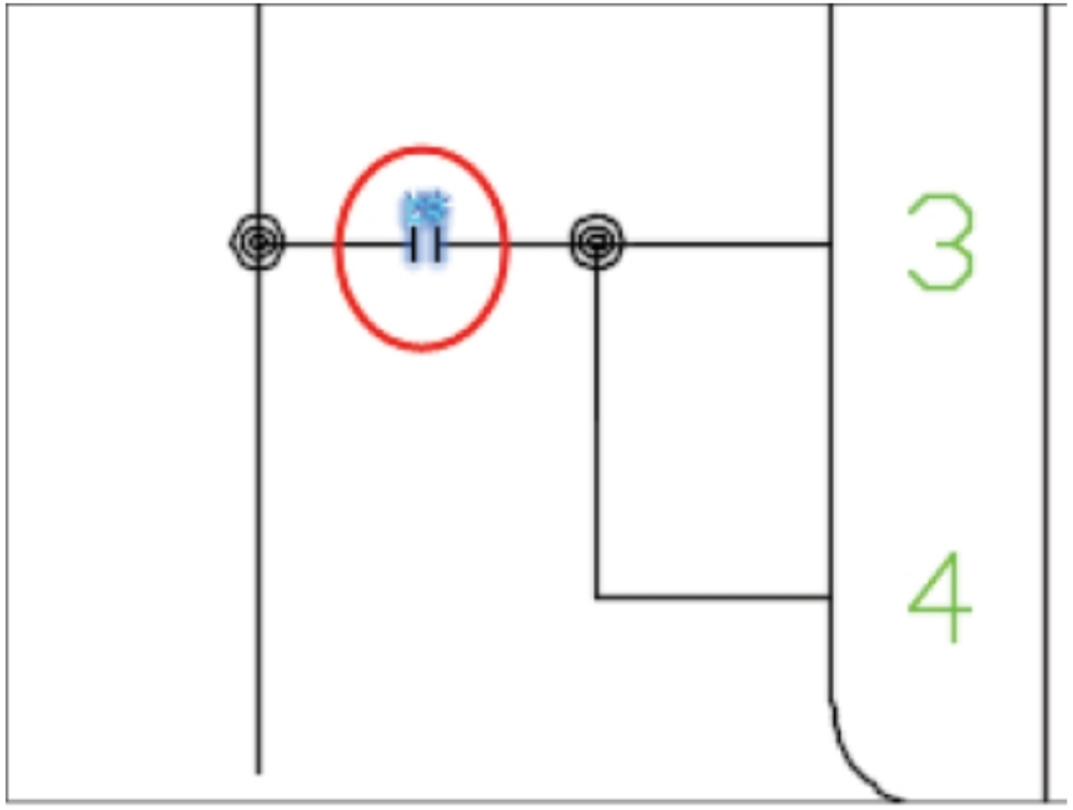
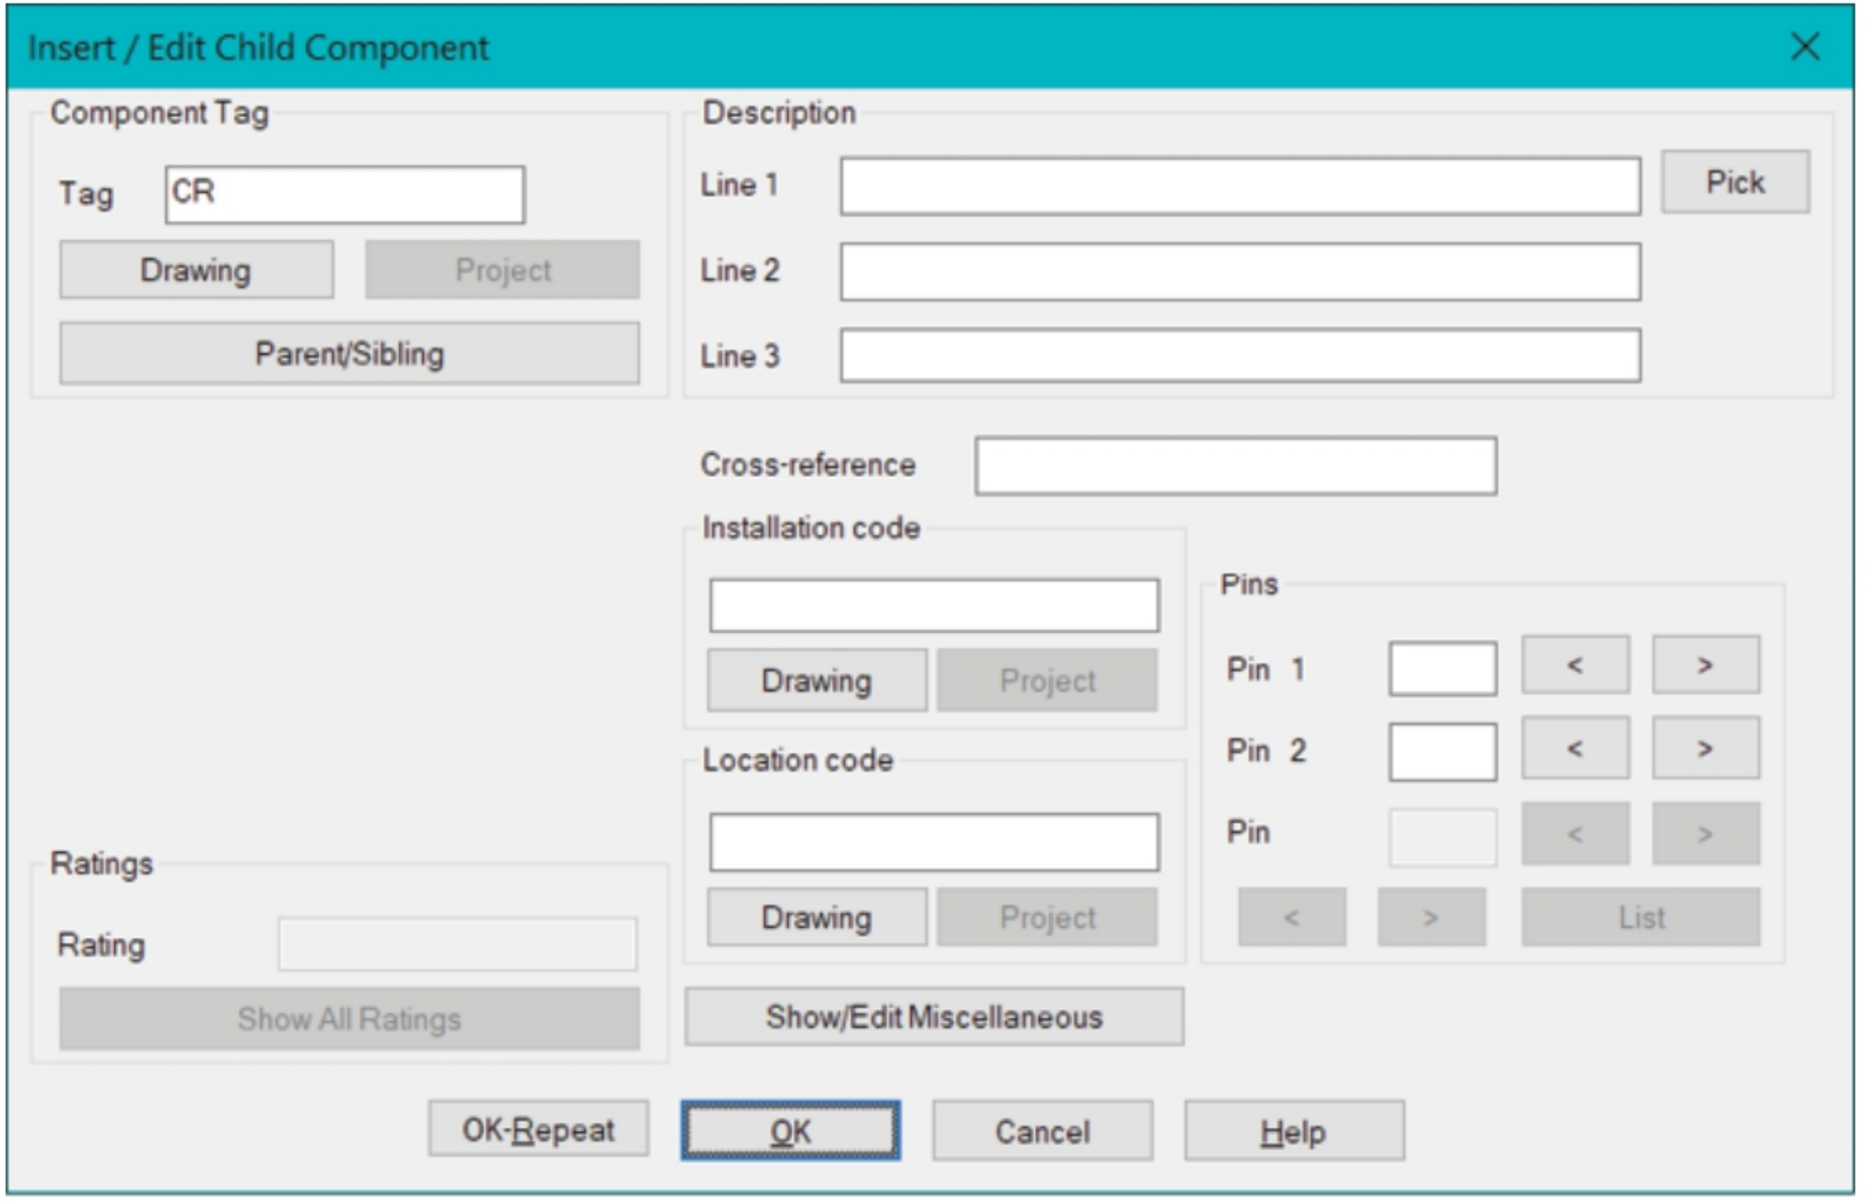

Figure-42. Relay placed
Figure-43. Insert or Edit Child Component dialog box for relay
- Place the component on the wire connected to Connector **3**; refer to Figure-42. The **Insert/Edit Child Component** dialog box will be displayed; refer to Figure-43.